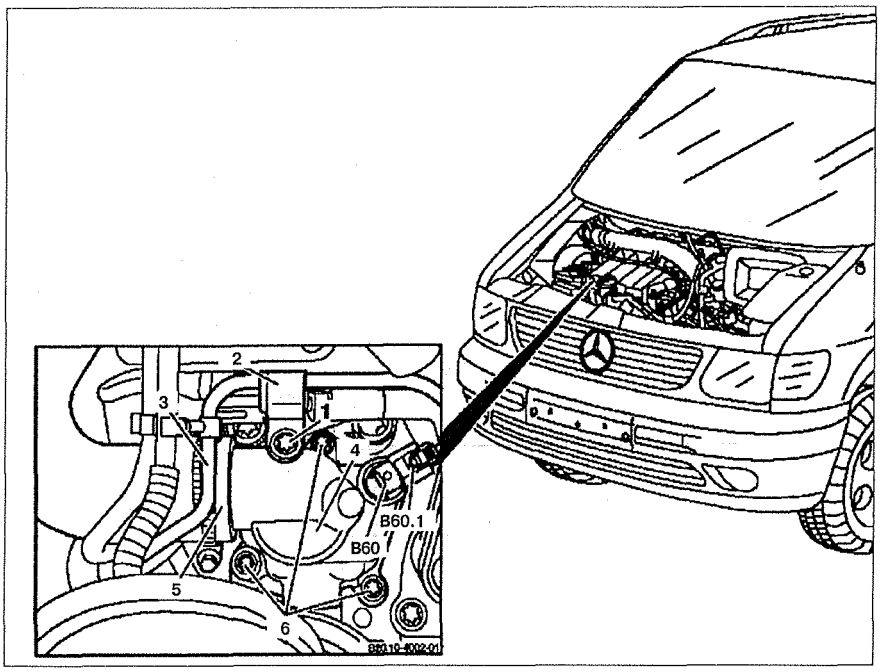

Рис. 5.38. Корпус термостата:
3. Открутите болт **1** (см.рис.5.38).